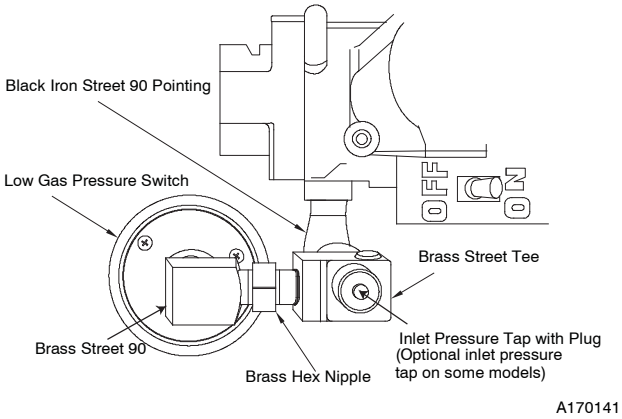

**Fig. 12 - Low Gas Pressure Switch - All Widths (Must be used on the 14-3/16")**
If the vent pipe passes between the inducer and burner assembly, or the furnace is a 14-3/16-in. wide casing, install the switch as follows: (See Fig. 12)
3. Apply pipe dope sparingly to the male threads of the 1/8-in. (3 mm) brass street tee. Install the male end of the street tee as shown in Fig. 12. One opening on the street tee should face you. The other opening should be parallel with the inlet of the gas valve.
4. Apply pipe dope sparingly to the male threads of the 1/8-in. (3 mm) brass hex nipple. Install the hex nipple into the open end of the brass street tee. See Fig. 12. The hex nipple should be parallel with the boss on the gas valve.